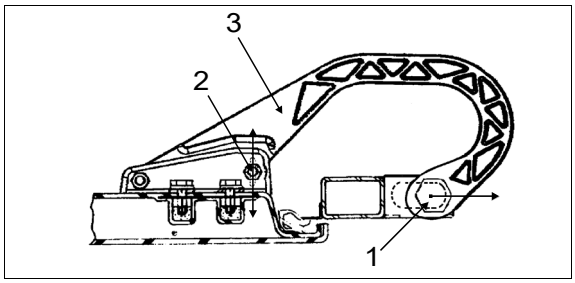

FIGURE 74: DOOR HINGE 18196
2. Loosen nut (1, Figure 74).
3. Move part (3, Figure 74) as shown in figure for "LEFT or RIGHT" adjustment.
4. Tighten nut (1, Figure 74).
5. Loosen nut (2, Figure 74).